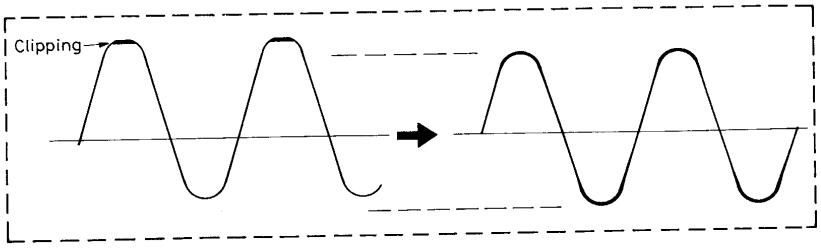
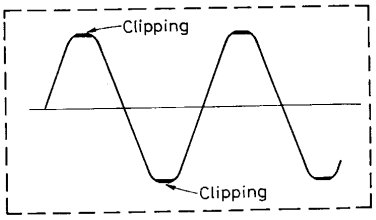

Fig. 4
Fig. 5
① Connect the distortion meter to the speaker terminals with the volume control turned to maximum. ② Keep R351 of the power limiter circuit fully turned to the left. ③ Apply 1 kHz signal to the set so that the output is clipped to 5% distortion. ④ Adjust R350 so that the output distortion is reduced to minimum. ⑤ Adjust R351 so that the output distortion becomes 5.5%.	① Connect the oscilloscope to the speaker terminals with the volume control turned to maximum. ② Keep R351 of the power limiter circuit fully turned to the left. ③ Apply 1 kHz signal to the set that the output reaches the clip point. ④ Adjust R350 so that the waveform becomes vertically symmetrical. (Fig. 4) ⑤ Adjust R351 so that the upper and lower portions of the waveform are clipped to a slight extent (Fig. 5).